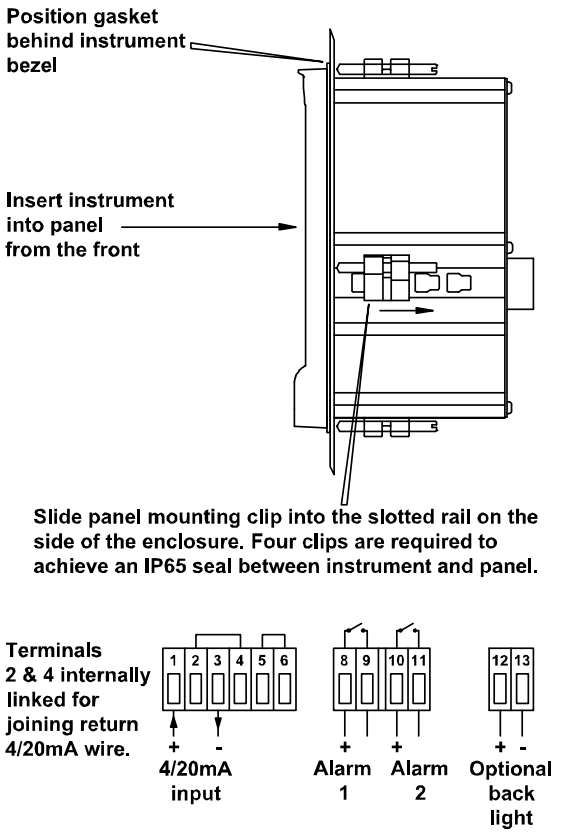

Fig 5 Installation and terminal connections
Fig 5 illustrates the instrument installation procedure.
b. Fix panel mounting clips to the sides of the BA326C and tighten until the instrument is secure - see Fig 5. Recommended torque 22cNm (1.95 lbf in) **Do not over tighten**. If an IP65 seal is required between the enclosure and the instrument panel, four panel mounting clips must be used.
c. Connect the panel wiring to the rear terminal block(s) as shown in Fig 5. To simplify installation the terminals are removable so that the wiring can be completed before the instrument is installed.